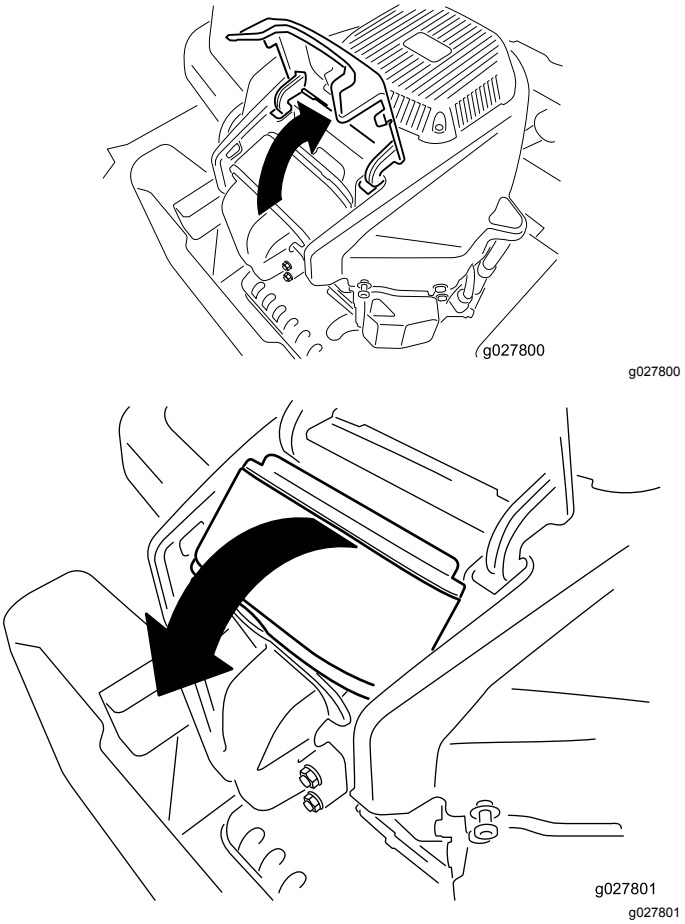

Figuur 35
4. Til het deksel op en draai het luchtfilter uit de motor (Figuur 35).